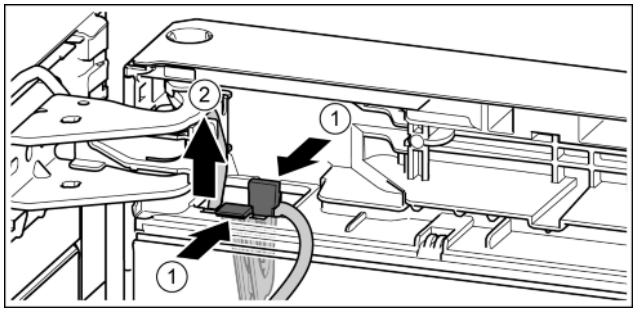

Fig. 25
▶ Appuyer sur la languette. *Fig. 25 (1)*
▶ Sortir le support de câble avec le câble attaché. *Fig. 25 (2)*